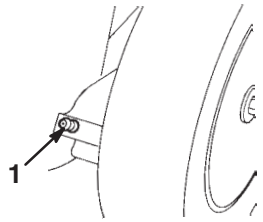

Figure 19
5. Wipe the grease fittings with a clean rag (Fig. 19).